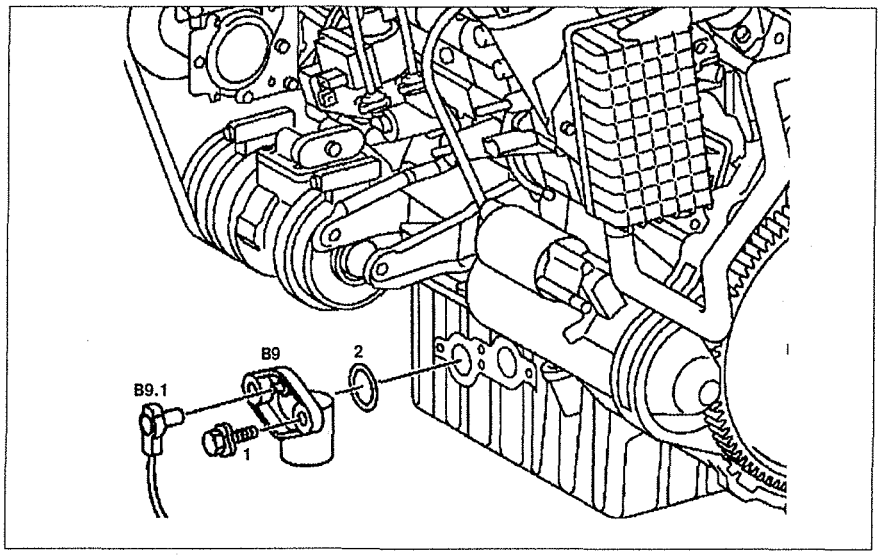

Рис. 4.45. Датчик уровня масла:
4. Отсоедините разъем проводки **B9.1** от датчика уровня масла (см.рис.4.45).